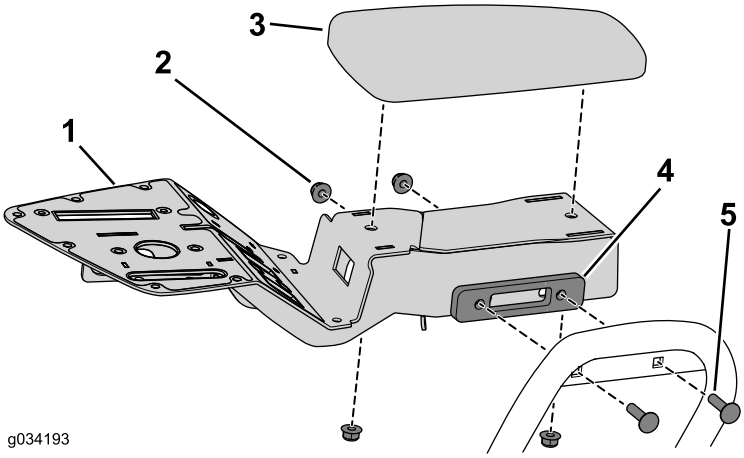

**Figura 16**
2. Utilize os dois parafusos de carroçaria e porcas flangeadas que removeu anteriormente para prender o suporte da consola (Figura 16).
3. Utilize as duas porcas flangeadas que retirou anteriormente para prender o apoio do braço ao conjunto da consola (Figura 16).